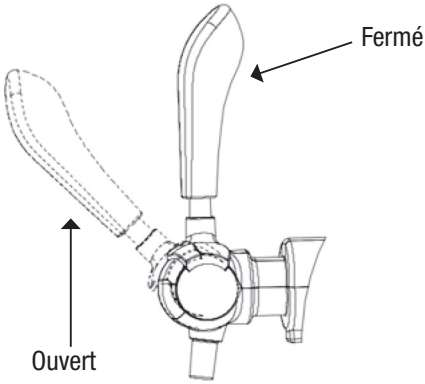

Figure 12
Remarque : vérifiez que le robinet soit fermé lorsque vous raccordez le tuyau et l'adaptateur (figure 12).
6. Placez la poignée du robinet à 45°C permet de verser la bière de la tireuse à bière (figure 12).